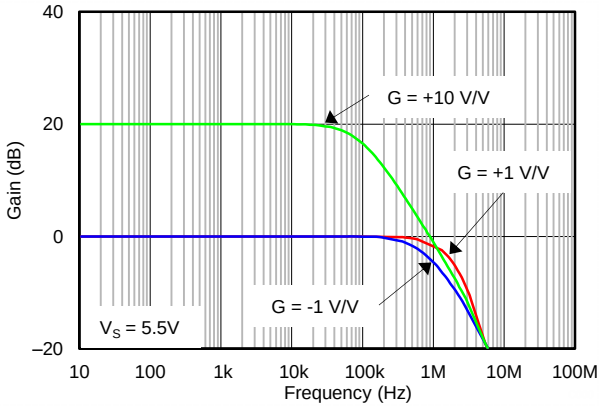
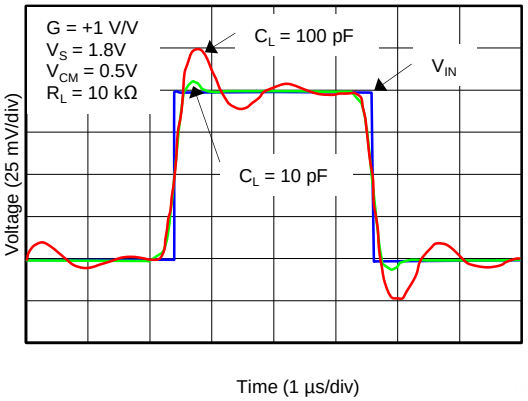

Figure 19. CLOSED-LOOP GAIN vs FREQUENCY (Maximum Supply)
Figure 22. SMALL-SIGNAL PULSE RESPONSE (Minimum Supply)
Closed-Loop Gain vs Frequency, G = 1, –1, 10 (5.5 V)	Figure 19
Small-Signal Step Response, Noninverting (1.8 V)	Figure 22
- Updated Figure 19 through Figure 22 12